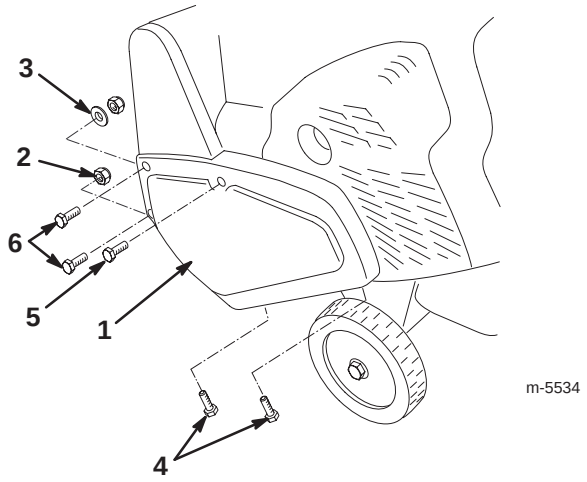

Figur 26
4. Ta loss de fästelement som håller drivremskåpan vid snöslungans ram (figur 26). Lägg drivremskåpan åt sidan.